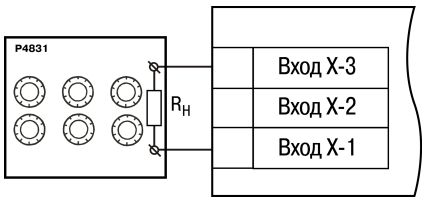

Рисунок 8.1 – Подключение магазина сопротивлений
1. Подключить к прибору магазин сопротивлений типа Р4831 или подобный ему с классом точности не ниже 0,05 по трехпроводной линии (*рисунок 8.1*). Сопротивления проводов в линии должны быть равны друг другу и каждое не должно превышать величины 15 Ом.